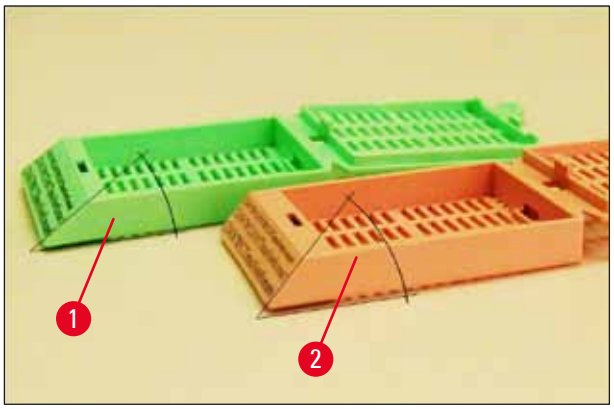

Fig. 8
- Vinklen (→ "Fig. 8"), der måles fra bunden, kan være 35° (→ "Fig. 8-1") eller 45° (→ "Fig. 8-2").